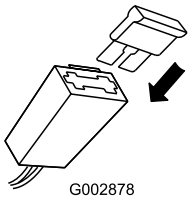

Figuur 8
2. Plaats de zekering in de betreffende houder (Figuur 8).